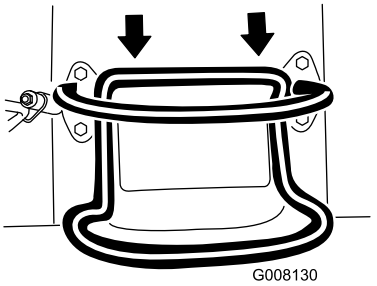

Figur 7
- För drivreglaget bakåt för att köra bakåt (Figur 7). **Håll uppsikt bakåt när du backar så att du ser eventuella hinder och håll händerna på referensstaven.**